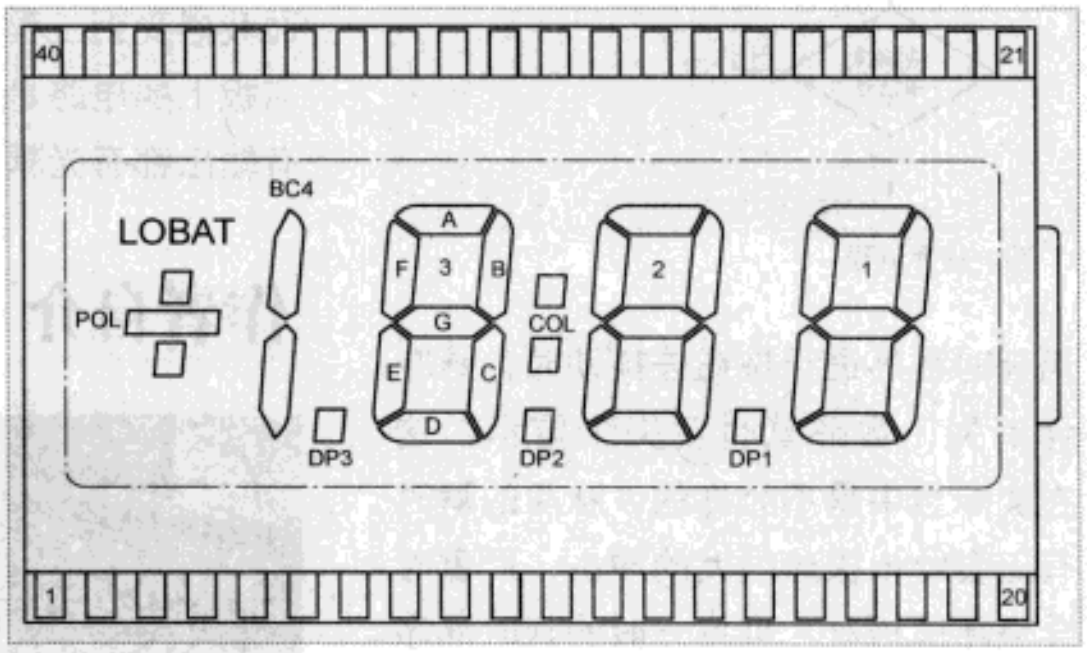

图1 3位半数字万用表液晶屏示意图
1. 段式LCD驱动方式按公共电极（背电极）数量可分为静态驱动和动态驱动2种方式。只有1个公共电极的就是静态驱动，动态驱动一般有2～4个公共电极。3位半数字万用表的液晶屏就属于静态驱动，示意图见图1，真值表见表1。